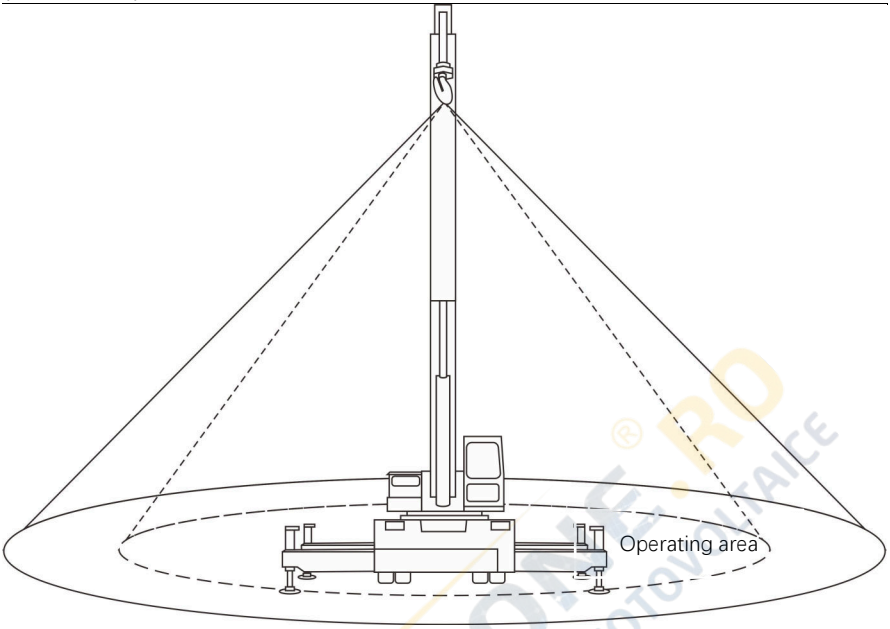

Figure.2
2. Insert the four hanging rings into holes on the top f the machine and then turn them clockwise until they are secured firmly. See the Figure.2 and Figure.3.
- Do not stand within 0.5-1m of the lifting area! During the whole lifting process, no one is allowed to stand under the boom or the work station. See the Figure.2